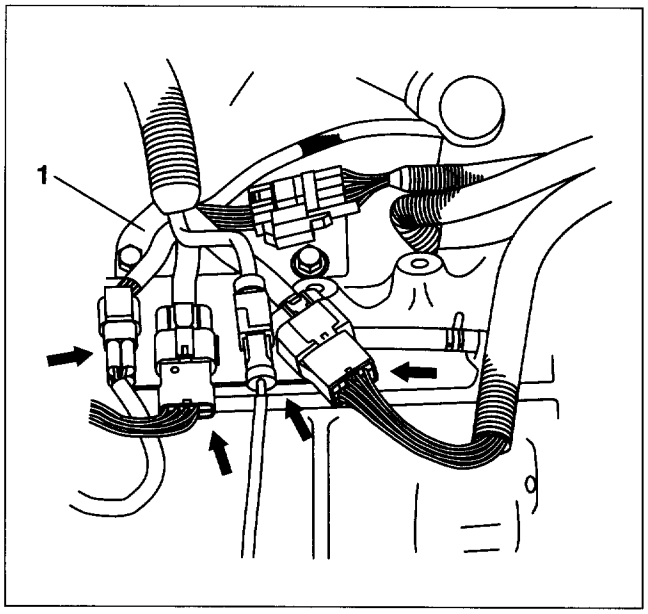

Figure 39. Harness Connector
12. Harness connectors (figure 39).
12. Harness connectors and bracket (figure 39).